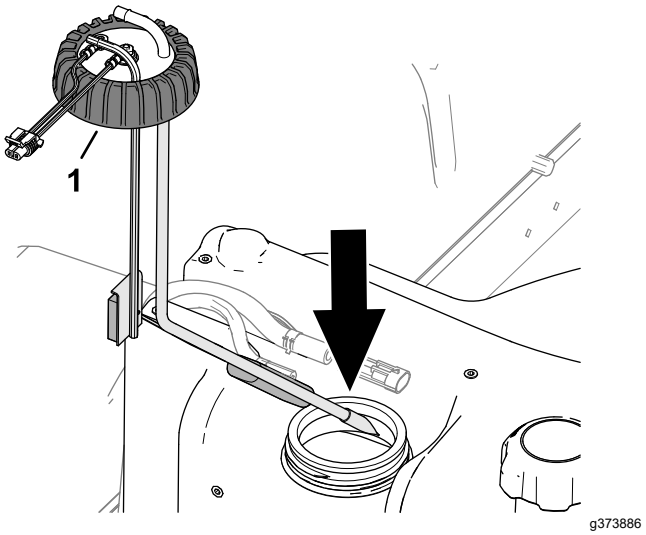

Figuur 96
2. Monteer de brandstofaanzuigbuis en de vlotter voorzichtig in de brandstoftank (Figuur 96).